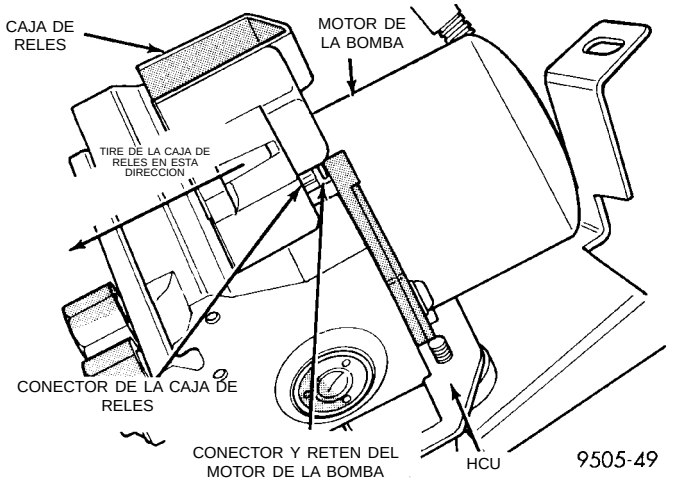

Fig. 25 Conexión eléctrica de la caja de relés a la HCU
(5) Tome con fuerza la caja de relés. Sin torcerla o sacudirla, tire de la caja de relés para retirarla de la cubierta del motor de la bomba, hasta que el conector de la caja de relés se desenchufe del terminal del motor de la bomba (Fig. 25). **Esta es una conexión firme, de modo que será necesario aplicar una buena cantidad de fuerza en la caja de relés para desenchufarla del motor de la bomba.**
(6) Retire la caja de relés de la HCU.